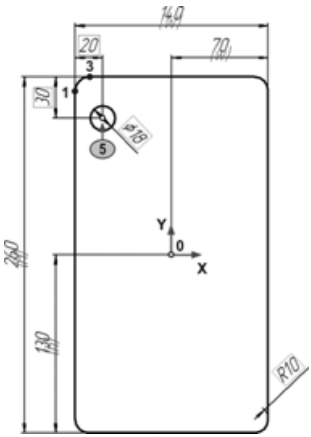

Рис. 5.116
- Внутри прямоугольника, в его левой верхней части постройте окружность, проставьте ее диаметральный размер и задайте значение 18 (рис. 5.116).